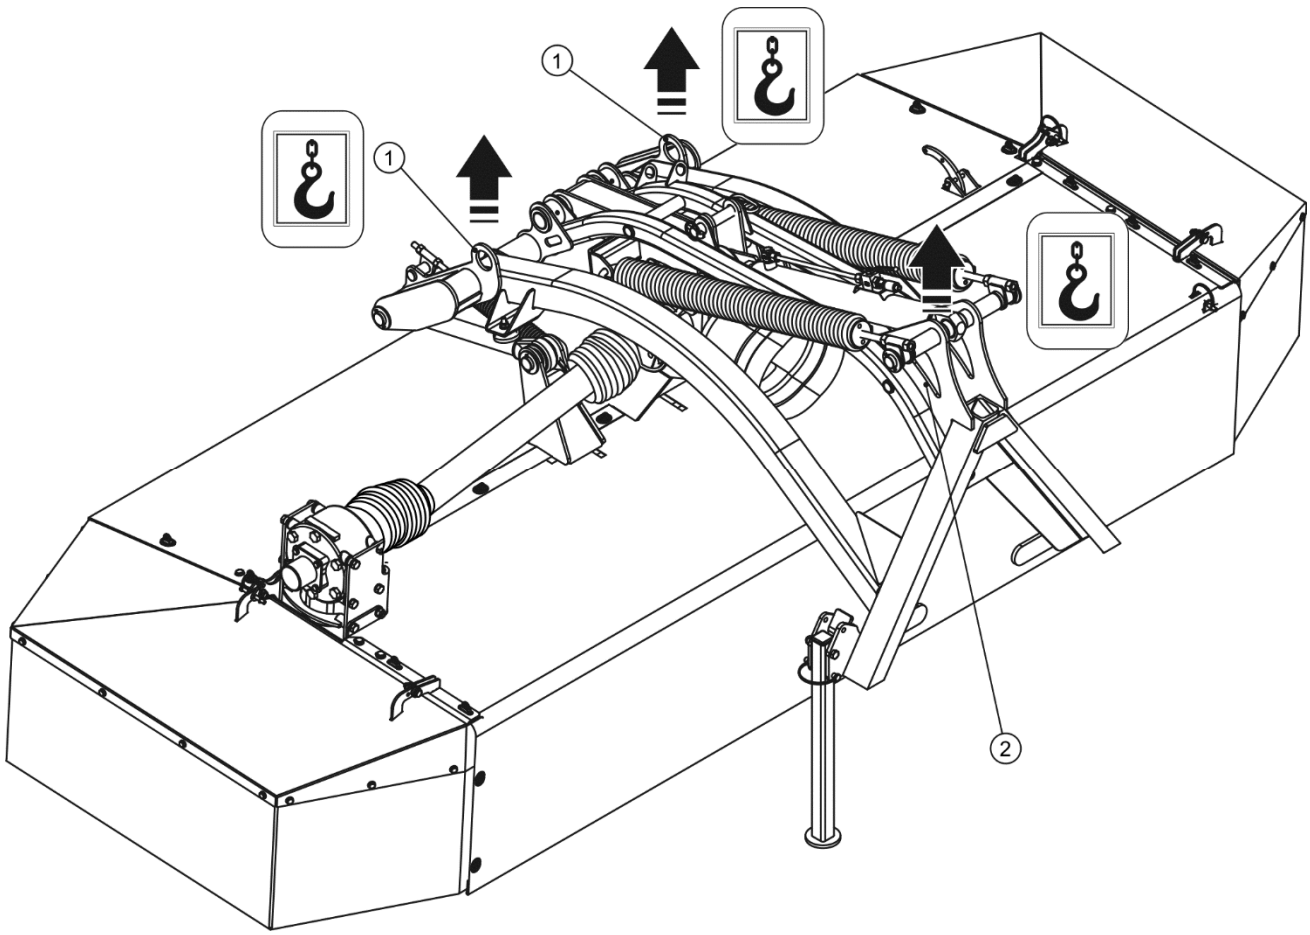

**РИСУНОК 1.2 Транспортные захваты.**
*(1) транспортный захват, (2) проушина для крепления крепежных ремней*
При загрузке на транспортное средство подсоединение косилки к подъемным устройствам осуществляется в предназначенных специально для этого местах (РИСУНОК 1.2), т.е. за транспортные проушины (1) и отверстие (2) в раме навески. Во время подъема косилки необходимо соблюдать особые меры предосторожности, не допускать до перекоса машины и избегать получения травм от выступающих элементов машины.